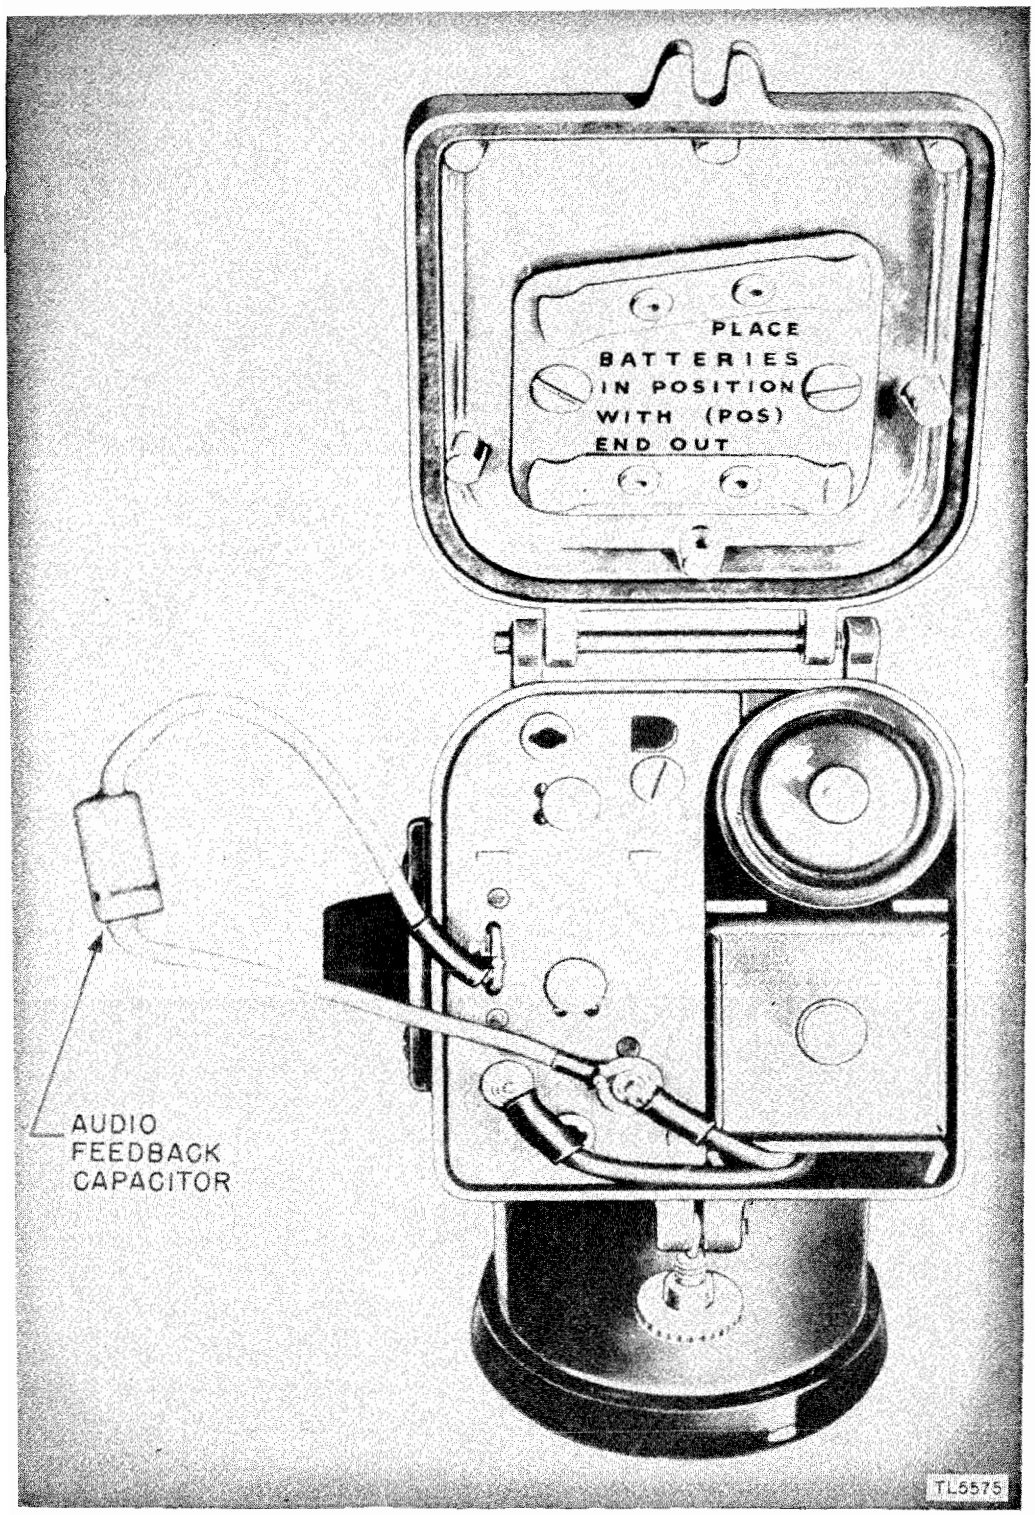

Figure 73. Connections for self-modulation.
(1) Remove the chassis from the housing of the set.
(2) Place the set in the test housing and connect the test harness as described in paragraph 102.
(3) With the antenna rod fully extended, grasp the test case and put the set in the transmit position. Using a small screw driver, adjust the transmitter tank adjustment screw for minimum reading on the plate current meter.
(4) Disconnect the harness from the chassis and remove the chassis from the test housing. Replace the plate current meter jumper.
(5) Put the set back into its own housing and close the cover.
(6) Put the set in the transmit position and place a buzzer near the microphone. The set is then ready for use as a modulated signal generator.
(7) If a buzzer is not available, self-modulate the carrier by converting the audio amplifier in the set to an audio oscillator. Place a 100-mmf capacitor between the microphone plug and the plate meter jack on the terminal board of the chassis. This capacitor will provide enough feedback to cause the audio amplifier to oscillate. When the radio set is put into the transmit position, an audio note will be heard in the earphone of the unit. A signal is now radiated, modulated by this audio tone.
(8) A special capacitor designed for self-modulation ((7) above) is supplied with Test Equipment IE–15–A. (See figs. 73, 74, and 75.) To simplify connections, one lead of the capacitor is tipped with a spade lug and the other lead is tipped with a plate current meter jumper. The spade lug has a small hole in it for the microphone plug. Place the spade lug of the capacitor lead between the microphone jack and the microphone plug. Remove the plate current meter jumper and replace it with the jumper attached to the other capacitor lead. Replace the batteries and place the capacitor into the space between the housing wall and the B battery spacer and then close the bottom cover. Check the set to see that it is oscillating by operating the press-to-talk switch and listening for an audio tone. The set is then ready for use as a modulated signal generator.
b. Presetting Procedure. (1) Remove the chassis from the housing of the set to be preset and insert the correct crystals and coils.